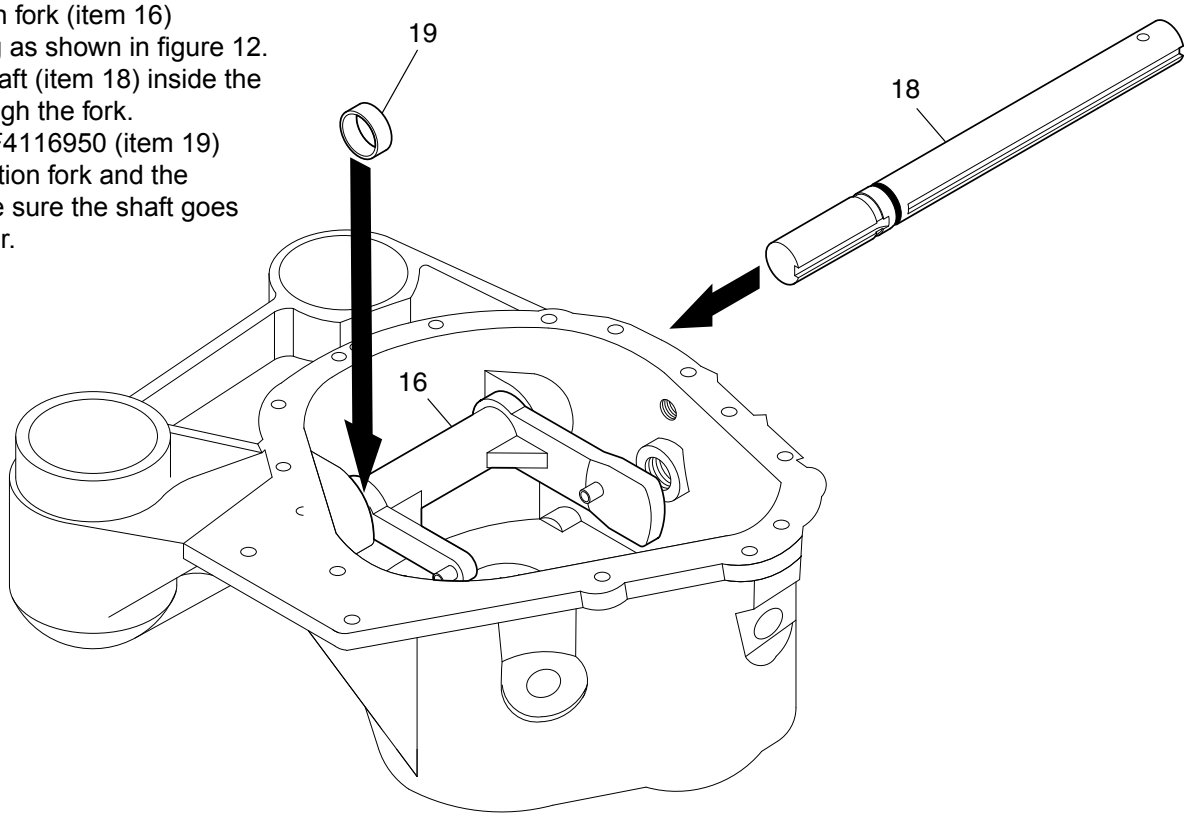

Figure 12
Insert the direction fork (item 16) inside the housing as shown in figure 12. Then, slide the shaft (item 18) inside the housing and through the fork.